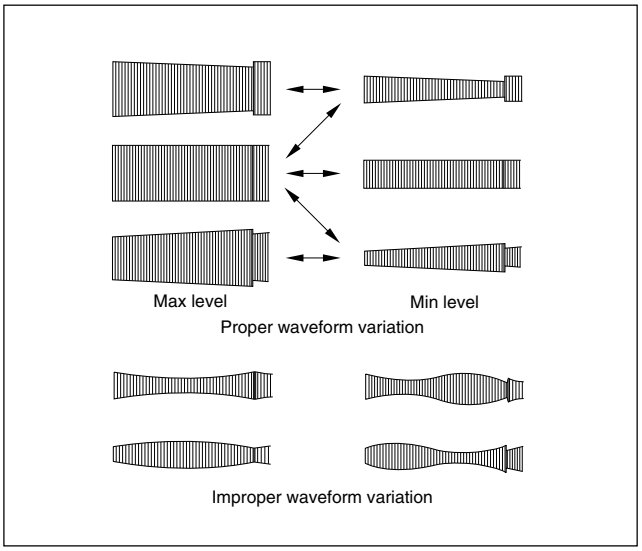

Fig. 2-3-1a
(1) Play back the alignment tape (A1).
(2) Apply the external trigger signal to D.FF (E), to observe the V.PB FM waveform at the measuring point (D).
(3) Set the VCR to the manual tracking mode.
(4) Make sure that there is no significant level drop of the V.PB FM waveform caused by the tracking operation, with its generally parallel and linear variation ensured. Perform the following adjustments when required. (See Fig. 2-3-1a.)
(5) Reduce the V.PB FM waveform by the tracking operation. If a drop in level is found on the left side, turn the guide roller of the pole base assembly (supply side) with the roller driver to make the V.PB FM waveform linear.